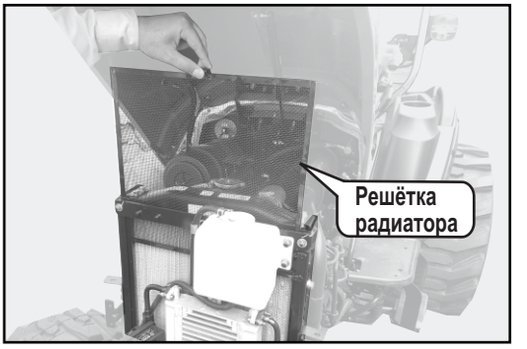

Рис. 5.6d
5.6.4 Очистка решётки радиатора (Рис. 5.6d)